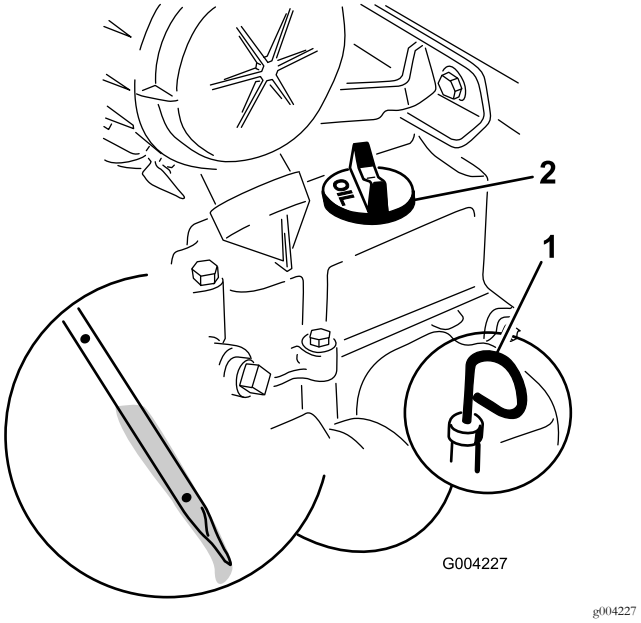

Figur 17
4. Gör rent runt oljestickan (Figur 17).
5. Drag ut oljestickan och torka av metalländen (Figur 17).
6. Stick ned oljestickan helt i oljestickans rör (Figur 17).
8. Om oljenivån är låg (under det nedersta hålet) rengör du runt oljepåfyllningslocket och tar loss påfyllningslocket (Figur 17).